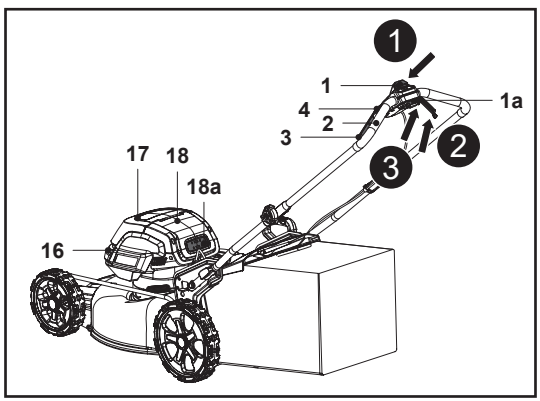

Fig. 18
1. Lift the magnetic lid (17c) and open the battery compartment cover (17), then fully insert the two battery packs (27).
2. Carefully close the battery compartment cover (17).
3. Stand behind the grip handle (2).
5. While holding the safety switch button (1) pressed, pull the start levers (3) towards the grip handle (2) and hold them in position (Fig. 18, steps 1, 2).
6. After the lawn mower starts, release the safety switch button (1).
7. The actual battery capacity will be automatically displayed on the battery display (18a) at the back of motor cover (18).
8. The work lamp (16) at the front of battery compartment cover (17) will be automatically powered on.
9. When you are ready to mow, pull the self-propelling levers (4) together with the start levers (3) towards the grip handle (2) and hold them in position to propel the mower forward (Fig. 18, step 3).